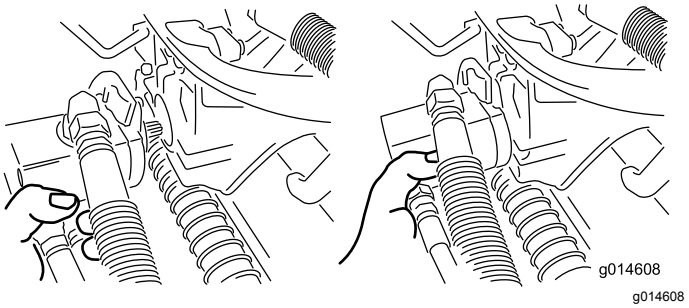

Figur 50
3. Flytt motoren til lagringsplassen foran på hjulopphengsarmen (Figur 50).